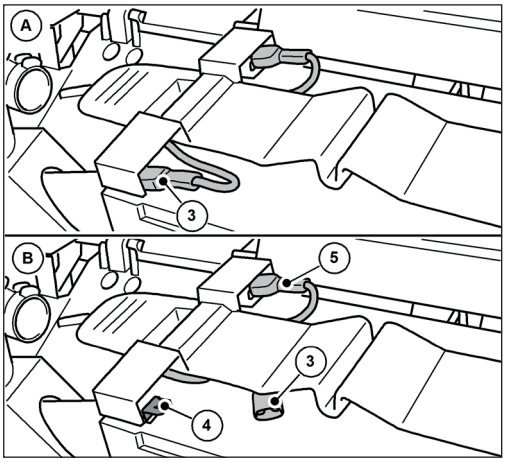

Abb. 24: Koppla bort batteriets anslutningskabel
3. Koppla bort den blå batterianslutningskabeln (3) från batteriets insticksflik (4).
» Se till att den blå batterianslutningskabeln (3) inte oavsiktligt kan komma i kontakt med kontaktfliken (4) på grund av yttre påverkan, t.ex. förflyttning av apparaten (se Fig. 24 Bild B).